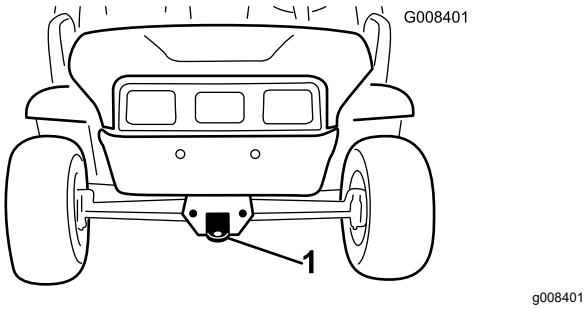
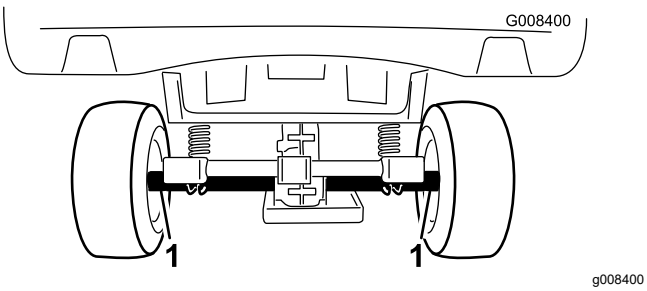

Figur 21
Figur 22
Brug en anhænger med ramper i fuld bredde, hvis du skal flytte maskinen langt væk. Sørg for, at maskinen er forsvarligt bundet til anhængeren. Se Figur 21 og Figur 22 for at se placeringen af bindepunkterne på maskinen.
2. Sæt et bugsertov fast på anhængertrækstangen foran på maskinens stel (Figur 21).